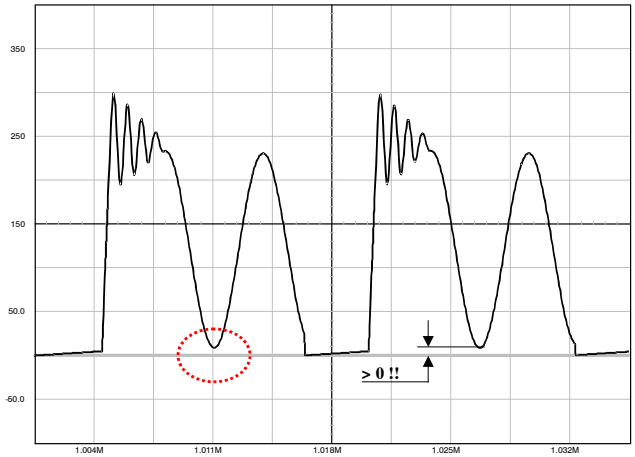

Figure 46. The Drain−source Wave Shall always be Positive
1. The lateral MOSFET body−diode shall never be forward biased, either during start−up (because of a large leakage inductance) or in normal operation as shown in Figure 46. This condition sets the maximum voltage that can be reflected during toff. As a result, the Flyback voltage which is reflected on the drain at the switch opening cannot be larger than the input voltage. When selecting components, you thus must adopt a turn ratio which adheres to the following equation:
Figure 48a: the simple capacitor limits the voltage according to the lateral MOSFET body−diode shall never be forward biased, either during start−up (because of a large leakage inductance) or in normal operation as shown by Figure 46. This condition sets the maximum voltage that can be reflected during t_{off}. As a result, the flyback voltage which is reflected on the drain at the switch opening cannot be larger than the input voltage. When selecting components, you must adopt a turn ratio which adheres to the following Equation 3. This option is only valid for low power applications, e.g. below 5 W, otherwise chances exist to destroy the MOSFET. After evaluating the leakage inductance, you can compute C with (Equation 4). Typical values are between 100 pF and up to 470 pF. Large capacitors increase capacitive losses...